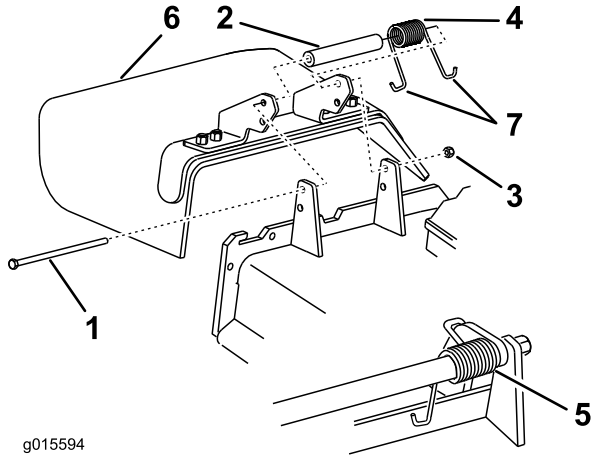

Figur 100
1. Fjern låsemøtrikken, bolten, fjederen og afstandsbøsningen, som fastgør græsdeflektoren til akselbeslagene (Figur 100). Fjern den beskadigede eller slidte græsdeflektor.
Bemærk: Sørg for, at den ene af fjederens **J**-formede ender sidder bag skjoldets kant, før bolten monteres som vist i Figur 100.
3. Monter bolten og møtrikken. Placer en af fjederens **J**-formede ender omkring græsdeflektoren (Figur 100).